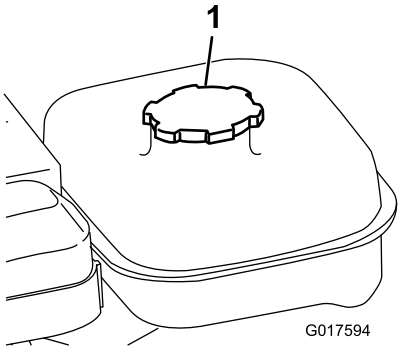

Figur 17
1. Rengør området omkring brændstoftankens dæksel, og fjern dækslet fra tanken (Figur 17).